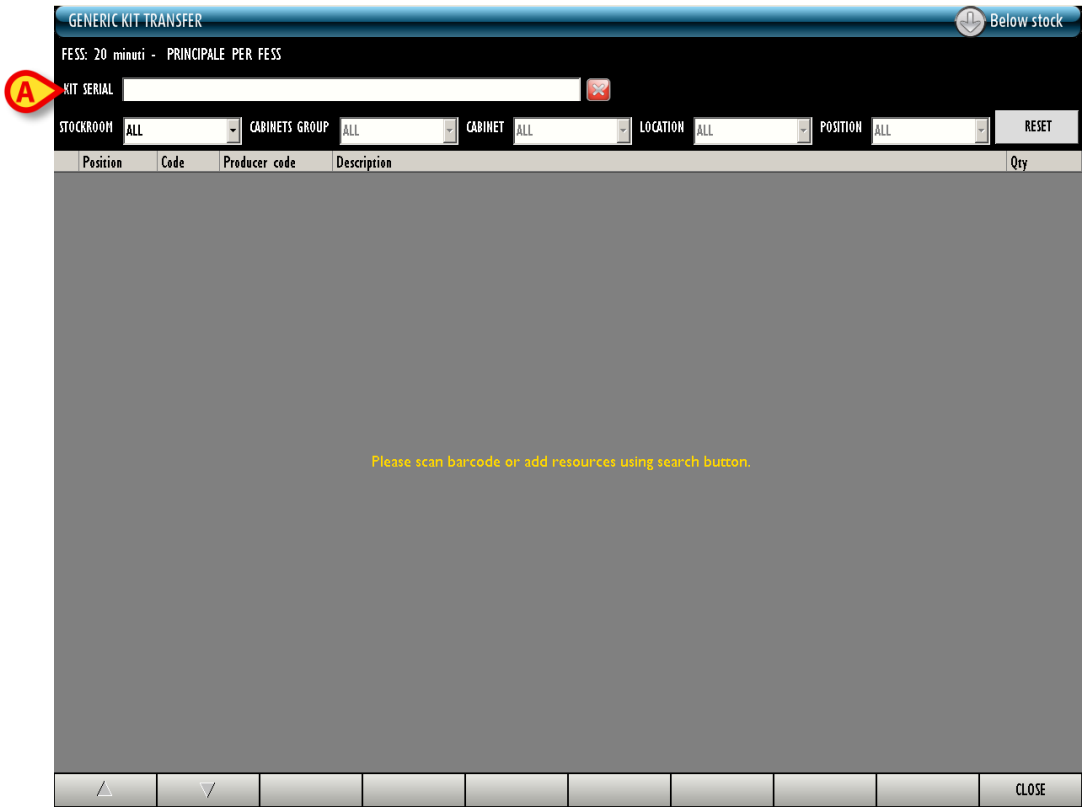

Fig 249
The following screen opens (Fig 249).
- Either insert the kit serial number in the field indicated in Fig 249 **A**, or scan the kit barcode.